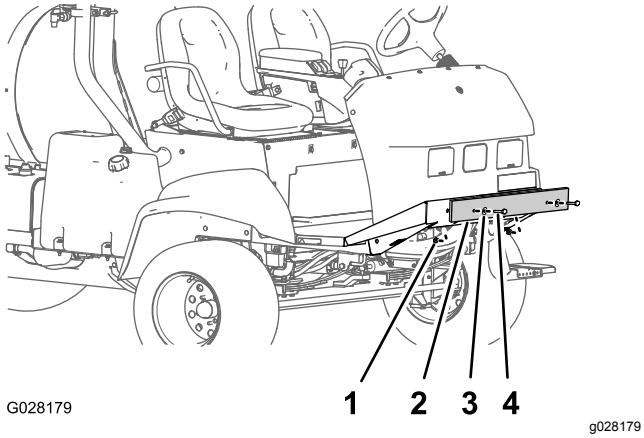

Figur 4
1. Fjern de bolte, spændeskiver og møtrikker, der fastgør forsendelsesstøddæmperen til den forreste chassisplade (Figur 4).
2. Afmonter forsendelsesstøddæmperen på maskinen (Figur 4).